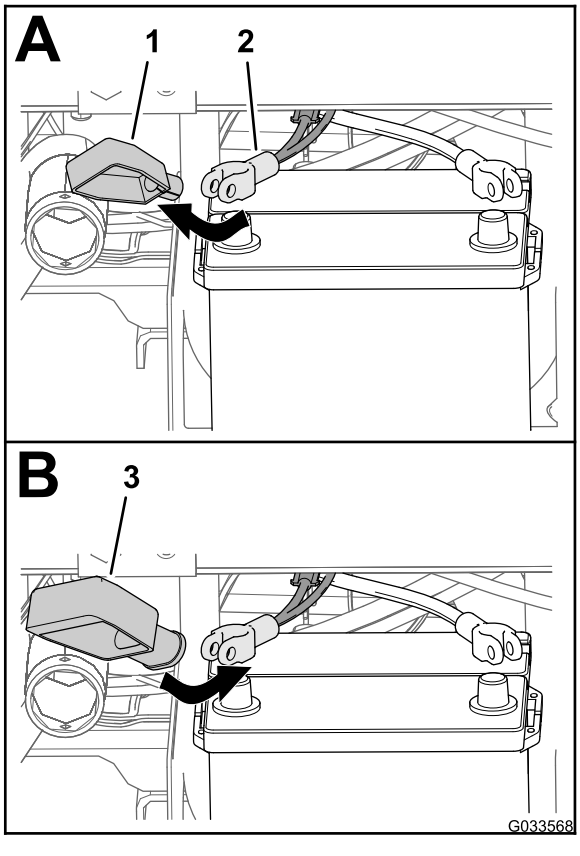

Figur 28
2. Ta bort kåpan (smal) från batteriets pluskabel (Figur 28).
3. Montera den breda batterikåpan över batteriets pluskabel enligt Figur 28.